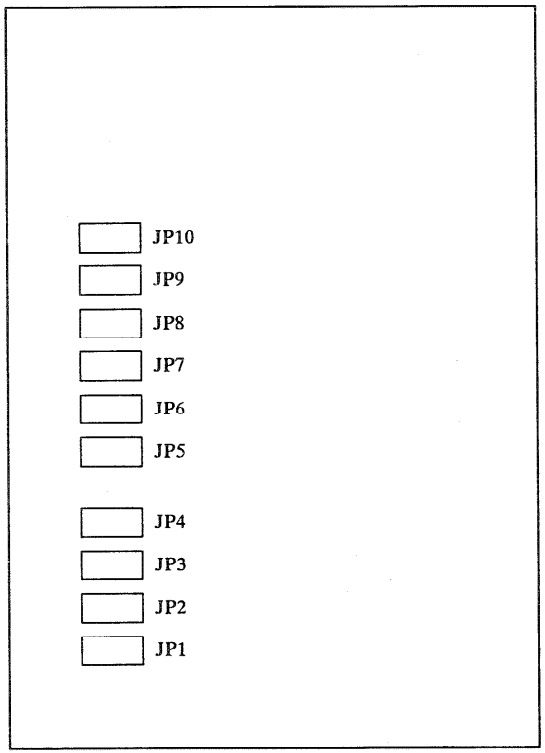

Рисунок 1. Соединительная PWB конфигурации (A)
Рисунок 1 иллюстрирует расположение перемычек на соединительной PWB конфигурации (A). Параметры для перемычек показаны в Таблице 1.